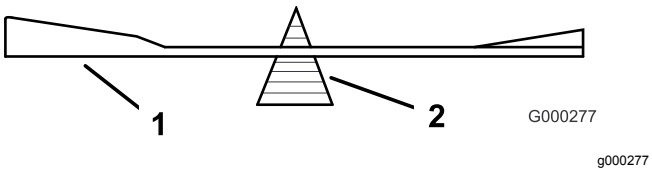

Figur 112
2. Kontrollera knivens balans med en knivbalanserare (Figur 112).